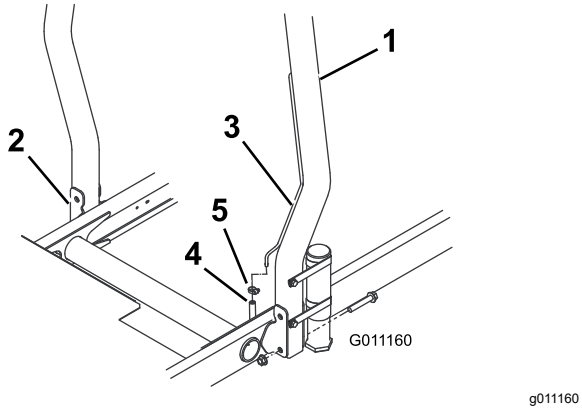

Rysunek 12
1. Należy opuścić pałąk na uchwyty montażowe kosiarki i zgrać otwory montażowe. Trzeba upewnić się, czy rurka odpowietrzająca na pałąku znalazła się z lewej strony maszyny (Rysunek 12).
2. Każdy z końców pałąka przykręcamy do jego wspornika montażowego dwoma śrubami kołnierzowymi i zabezpieczamy nakrętkami kontrującymi (Rysunek 12). Dokręć elementy mocujące z momentem 81 N·m.